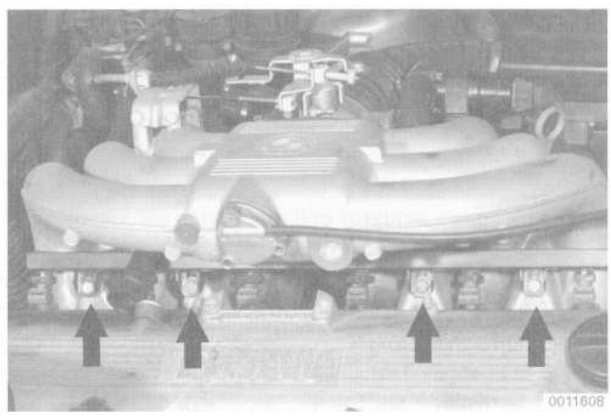

Fig. 17. Fuel rail mounting bolts (**arrows**) on M20 engine.
6. Remove the fuel rail mounting bolts (4). See Fig. 17.